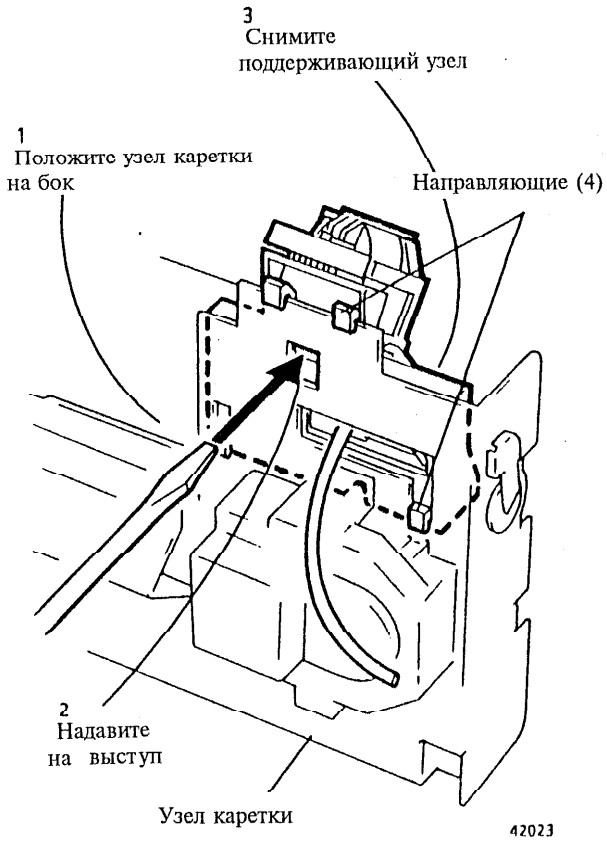

Рис. 1 Снятие поддерживающего узла
5. (Рис. 1):Снимите поддерживающий узел.
1. (Рис. 1): Вновь установите поддерживающий узел, выравнивая четыре направляющих относительно отверстий в раме каретки.